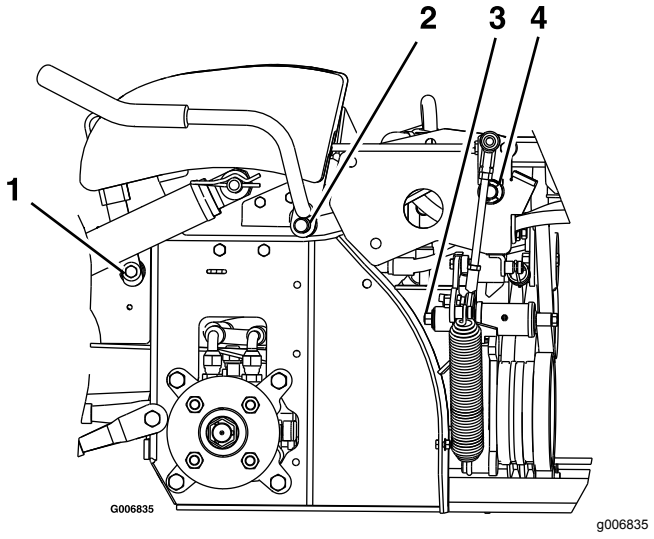

**Figure 32**
3. Graissez les bagues en bronze du pivot du levier de frein avec un lubrifiant à pulvériser ou une huile légère (Figure 32).